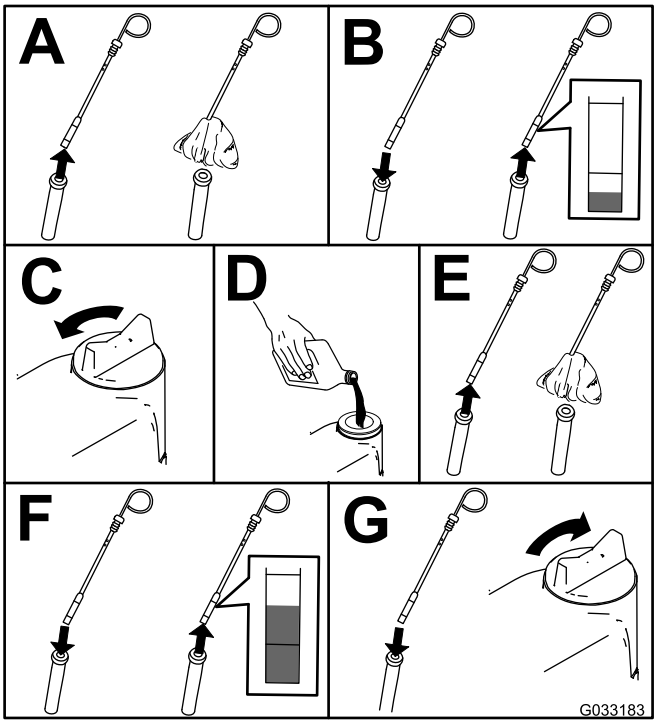

Figur 48
2. Kontrollér motoroliestanden (Figur 48).